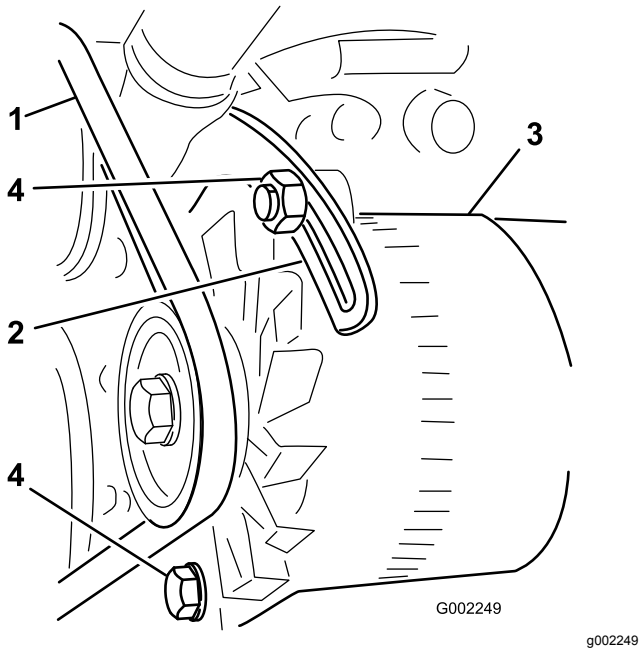

**Рисунок 88**
3. Ослабьте болты крепления скобы к двигателю и болт крепления генератора к скобе (Рисунок 88).